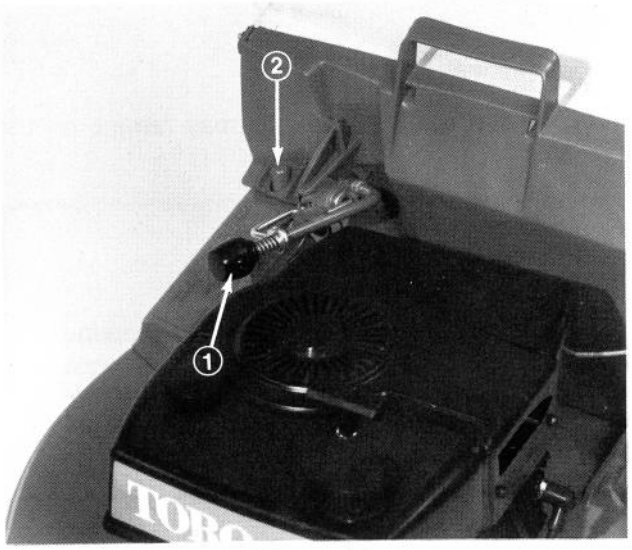

Figure 18
3. Close the grass bag door. Slide guide hole in upper bag frame onto locating stud on mower housing (Fig. 18); then rest rear of bag frame onto handle pins.